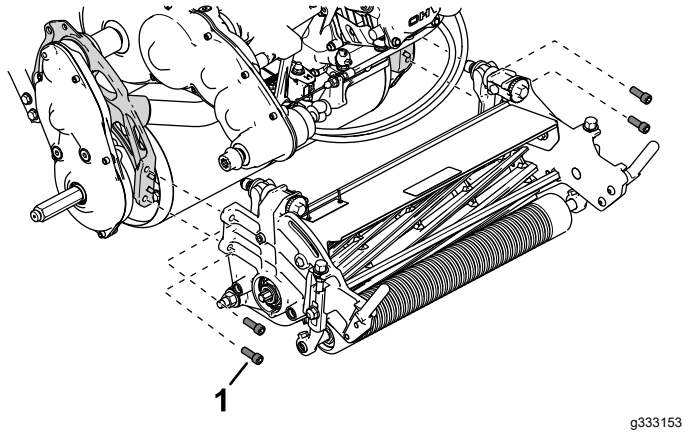

Rysunek 45
5. Przy pomocy 4 śrub imbusowych zamocuj jednostkę tnącą do ramy (Rysunek 45).